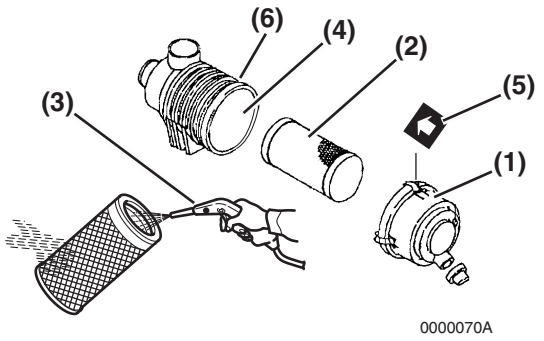
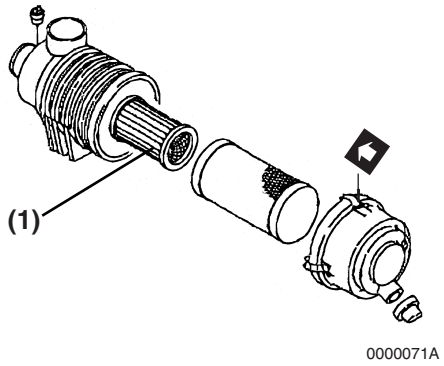

Figure 5-12
Figure 5-13
Note that a typical air cleaner is shown in **Figure 5-12** and **Figure 5-13** for illustrative purposes only.
1. Unlatch and remove the air cleaner cover **(Figure 5-12, (1))**.
2. Remove the element **(Figure 5-12, (2))** (outer element if equipped with two elements).
3. Blow air **(Figure 5-12, (3))** through the element from the inside out using 42 - 71 psi (0.29 - 0.49 MPa; 3.0 - 5.0 kgf/cm2) compressed air to remove the particulates. Use the lowest possible air pressure to remove the dust without damaging the element.
If the air cleaner is equipped with a double element, only remove and replace the inner element **(Figure 5-13, (1))** if the engine lacks power or the dust indicator actuates (if equipped).
6. Install the element into the air cleaner case **(Figure 5-12, (4))**.
7. Install the air cleaner cover making sure you match the arrow **(Figure 5-12, (5))** on the cover with the arrow on the case **(Figure 5-12, (6))**.
Replace the air cleaner element **(Figure 5-12, (2))** every 500 hours even if it is not damaged or dirty.
When replacing the element, clean the inside of the air cleaner case **(Figure 5-12, (4))**.
If the air cleaner is equipped with a double element, only remove and replace the inner element **(Figure 5-13, (1))** if the engine lacks power or the dust indicator actuates (if equipped). This is in addition to replacing the outer element.